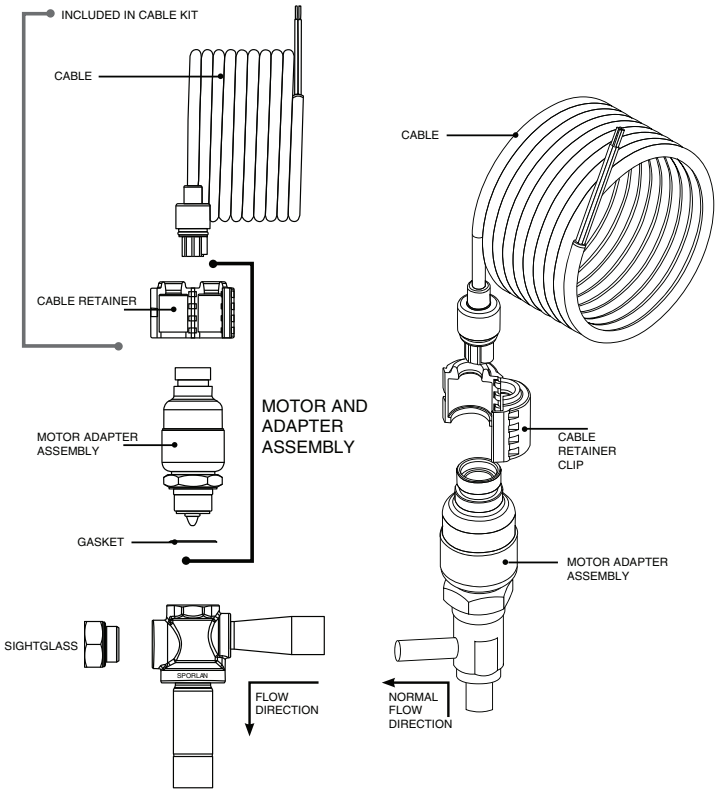

Fig. 43 — Electronic Expansion Valve Details (010-060)
3. Refer to Fig. 43 and remove the EXV retainer clip, taking care not to damage the clip as it will be required for installation later.
8. After the motor is tightened, the cable should be replaced on the valve. Care should be taken to ensure engagement of the alignment key. Install the EXV cable retainer clip (see Fig. 43).